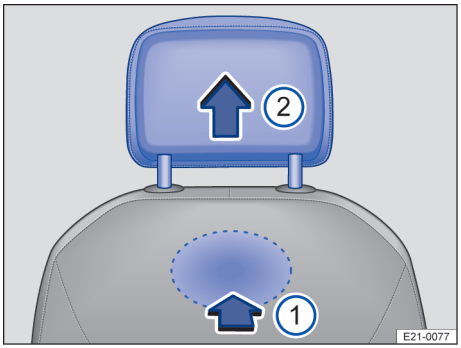

Fig. 77 Au dos des sièges avant : dépose de l'appuie-tête
2. Pour déverrouiller l'appuie-tête, tâtez dans l'évidement à l'arrière du dossier de siège dans la zone repérée et enfoncez avec le doigt dans le sens de la flèche → fig. 77 ①.
4. Retirez complètement l'appuie-tête dans le sens de la flèche → fig. 77 ②.